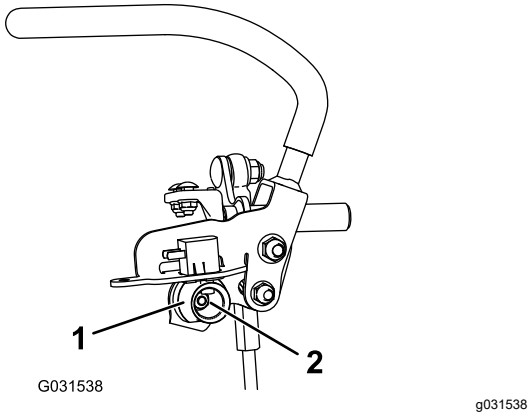

Figure 80
6. Desserrez l'écrou de fixation de la came (Figure 80).